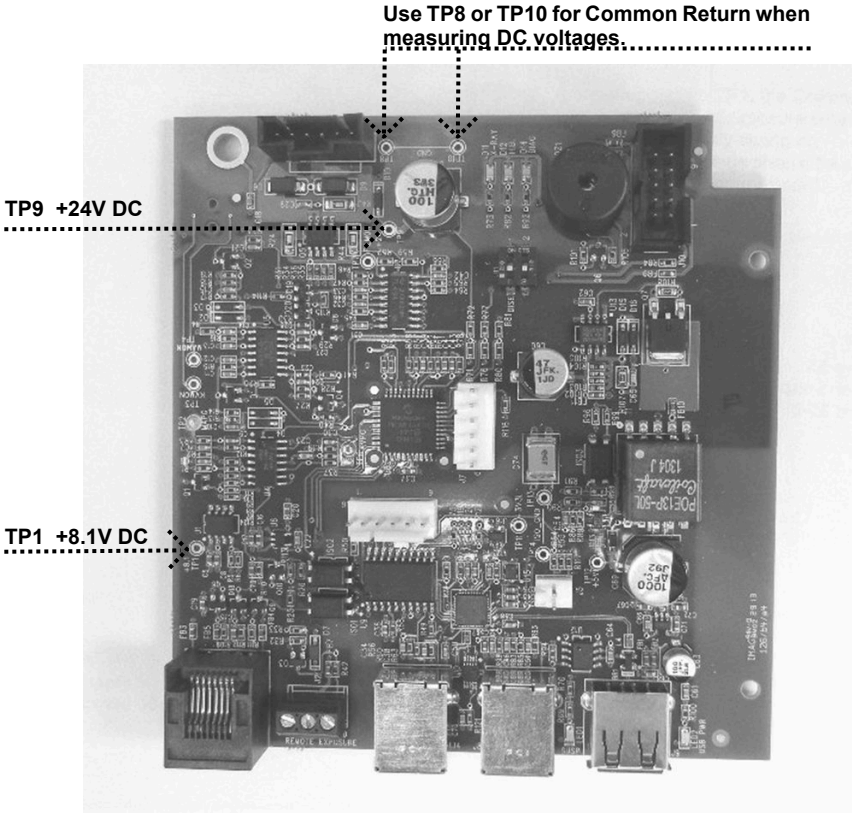
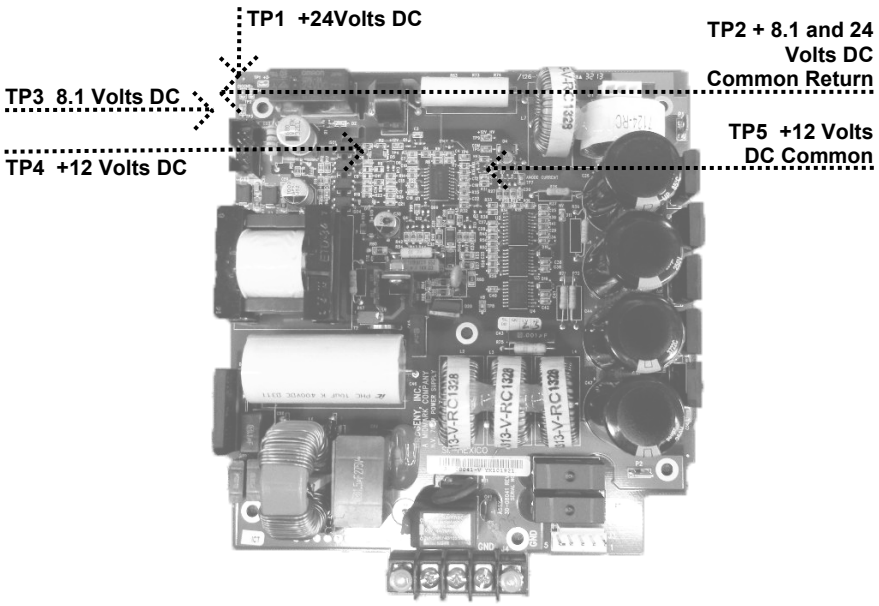

Figure 66
Figure 67 Power Supply Board 30-08041
2. On the Power Supply Board, *Figure 67*, use TP2 as a common test point to check TP1 +24 volts DC and TP3 8.1 volts DC. Then, use TP5 as the common return to check TP4 for the presence of +12 volts DC, as shown in *Figure 66*. Should any of these voltages not be present, replace the Power Supply Board.